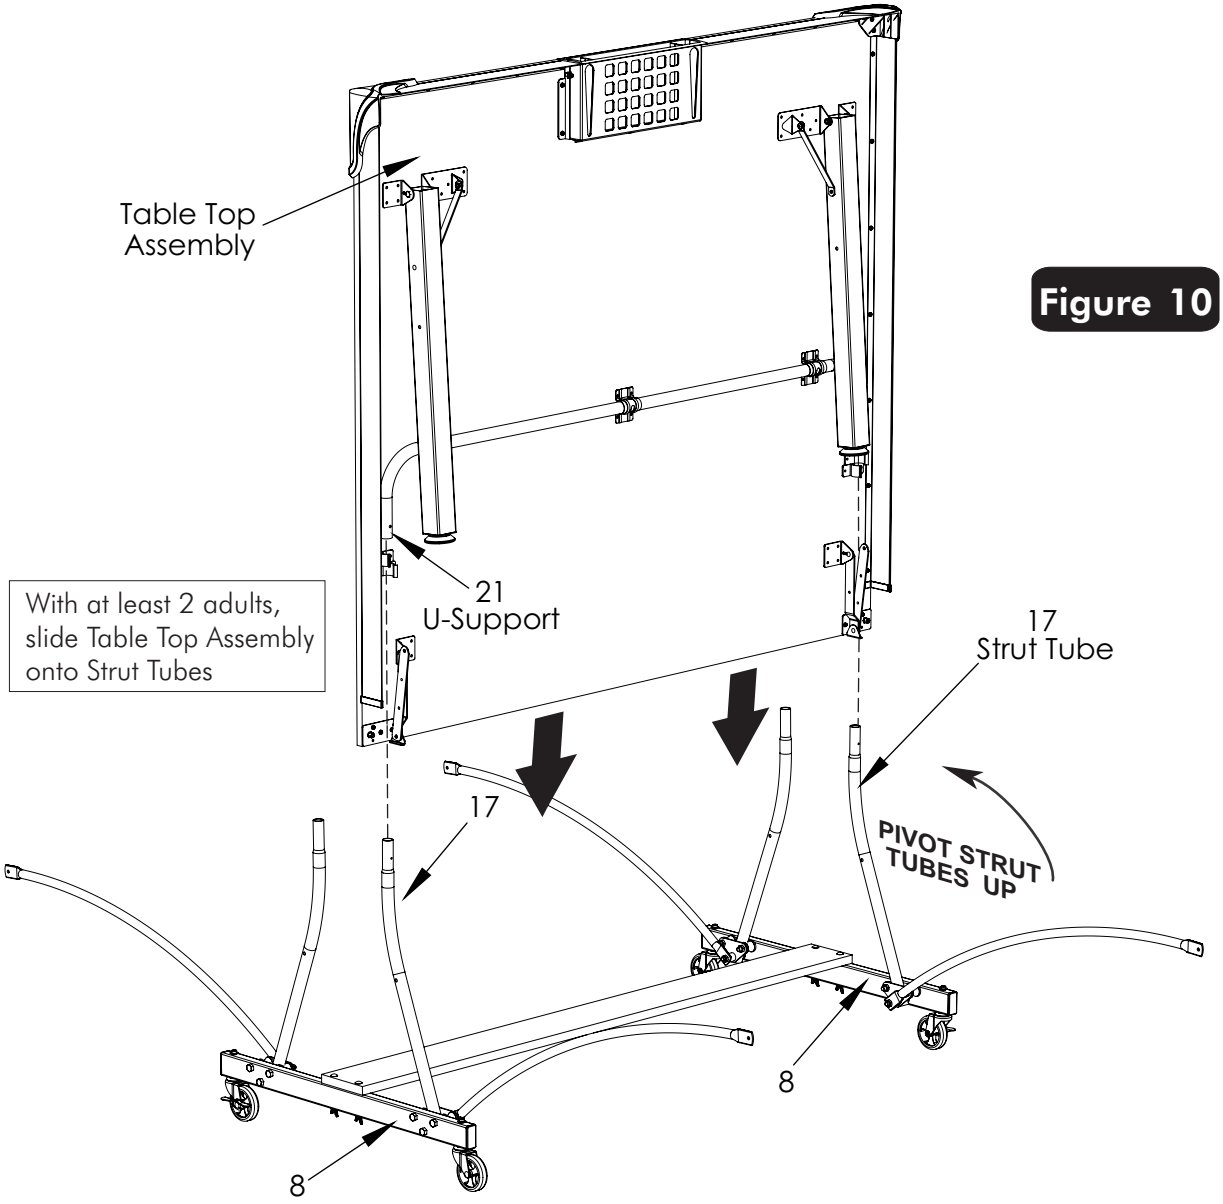

Figure 10
18. Attach Table Top Assembly to Base Assembly (that you put together in steps 1-4), as shown in **Figure 10**. Pivot Strut Tubes (#17) up as shown; then, with at least one adult on each side of Table Top, lift top and align ends of U-support tube (#21) with tops of Strut Tubes (#17) on Caster Beams (#8) as shown in **Figure 10**. Slide tubes together.